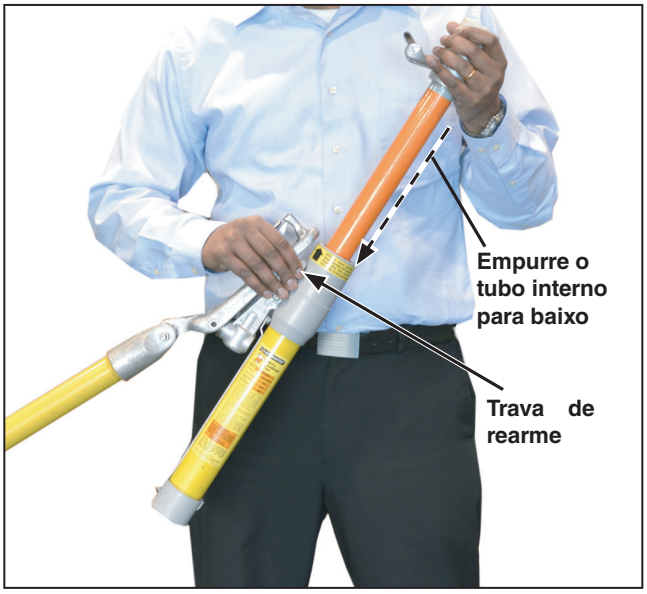

Figura 7. Rearme da ferramenta Loadbuster.
8. **REARME.** Durante o rearme, mantenha as mãos livres de qualquer outro objeto ou tarefa. A ferramenta Loadbuster opera com carregamento por mola. Quando a trava de rearme é puxada, o lado da âncora da ferramenta se move para baixo com muita rapidez. Mantenha as mãos na posição mostrada na Figura 7 da página 15.
Para rearmar a ferramenta Loadbuster, preparando-a para a próxima operação, segure-a na forma mostrada na Figura 7. Estique ligeiramente a ferramenta e levante a trava de rearme com o dedo polegar. Com a trava levantada, pressione o conjunto do tubo interno para baixo até que a ferramenta esteja completamente fechada, fazendo com que o disparador se rearme. Quando corretamente rearmada, a parte pintada na cor laranja no tubo interno não é mais visível. Confira se o rearme foi corretamente realizado esticando a ferramenta cerca de três polegadas (77 mm). A longo deste movimento deve ser sentida uma resistência crescente de mola.